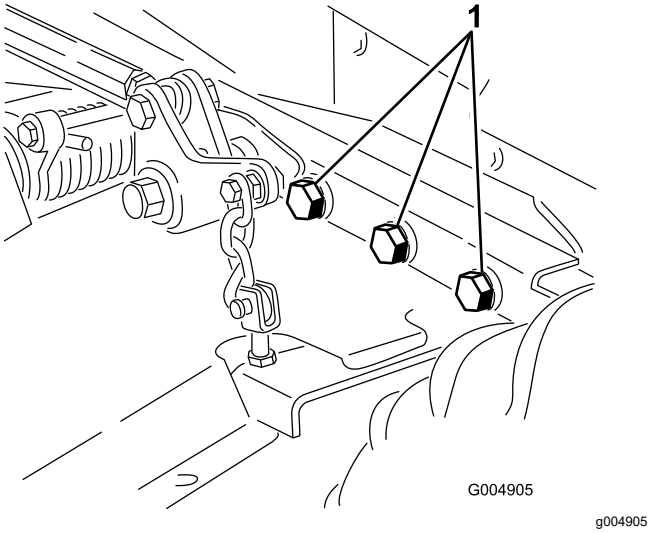

Figuur 97
5. Controleer of alle bevestigingen vastzitten; zet ze vast indien nodig. Draai de 6 bouten waarmee het frame van het maaidek is bevestigd aan de tractie-eenheid (Figuur 97) vast met een torsie van 359 N·m.